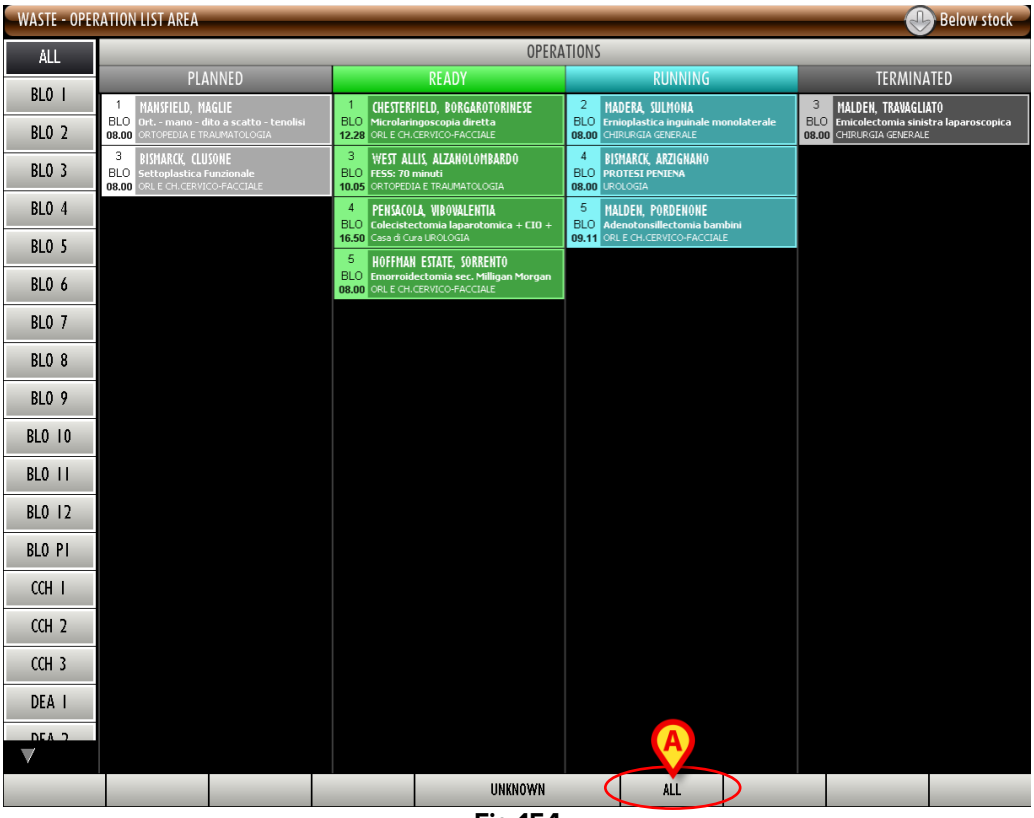

Fig 154
The **All** button on the command bar (Fig 154 **A**) displays the list of all the resources picked in a selected period. All the pickings are displayed: those associated to the operations, those associated to the cost centers, those associated to any other configured entity.
- Click the **All** button on the command bar (Fig 154 **A**).